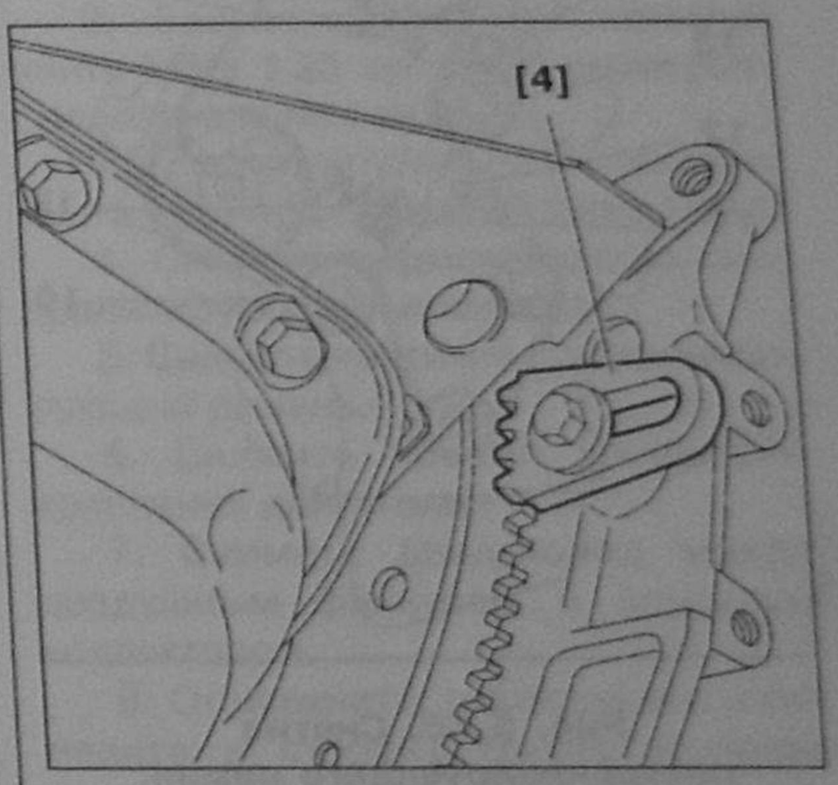

Рис. 5.64. Застопорите маховик при помощи стопора 4.
5. Снимите стопор **4** маховика (рис. 5.64).